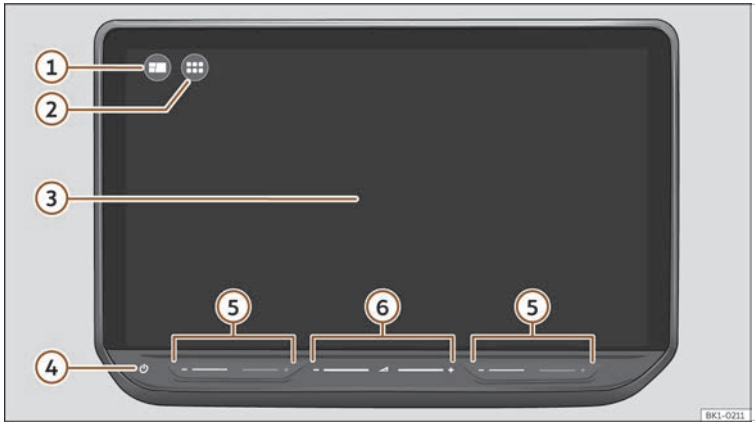

Fig. 177 Vue d'ensemble : unité des commandes.
Personnalisez le menu supérieur ou l'affichage HOME >>> fig. 177 (1), pour accéder rapidement à vos fonctions favorites ou à celles que vous utilisez le plus fréquemment.